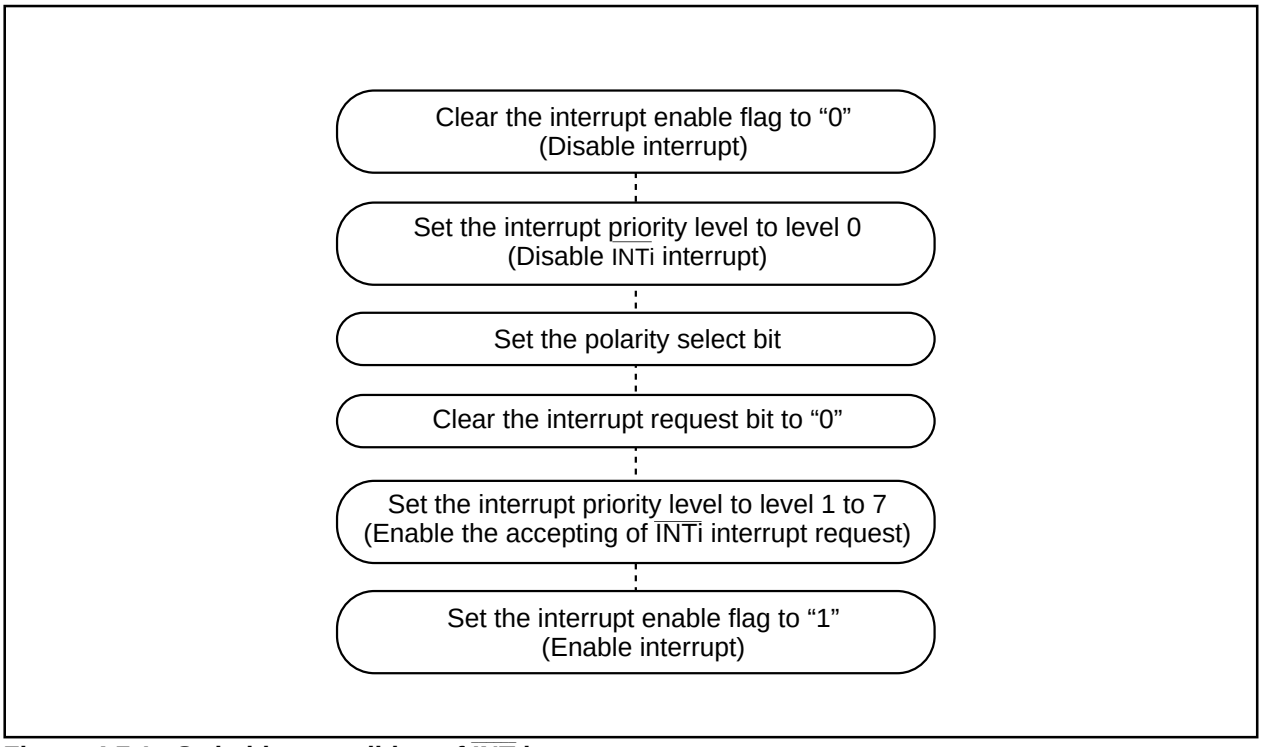

Figure 4.7.1. Switching condition of $\overline{INT}$ interrupt request
(2) Setting the stack pointer
(3) External interrupt
- When the polarity of the $\overline{INT_0}$ and $\overline{INT_1}$ pins is changed, the interrupt request bit is sometimes set to "1". After changing the polarity, set the interrupt request bit to "0". Figure 4.7.1 shows the procedure for changing the $\overline{INT}$ interrupt generate factor.